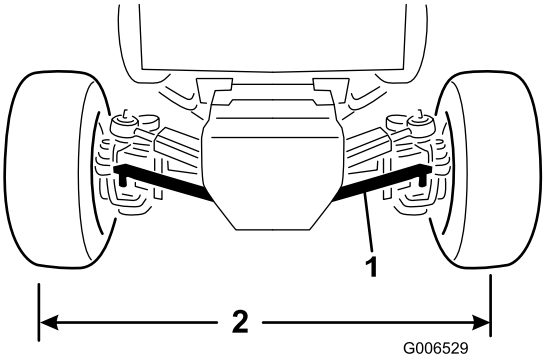

Figuur 68
1. Verwijder de borgpen en kasteelmoer waarmee een kogelkoppeling van de stuurstang is verbonden met de bevestigingsbeugel op de as en maak de kogelkoppeling los van de as (Figuur 68).
3. Draai de kogelverbinding verder of terug totdat de afstand hart-op-hart aan de voorzijde en achterzijde van de achterwielen gelijk is (Figuur 68).